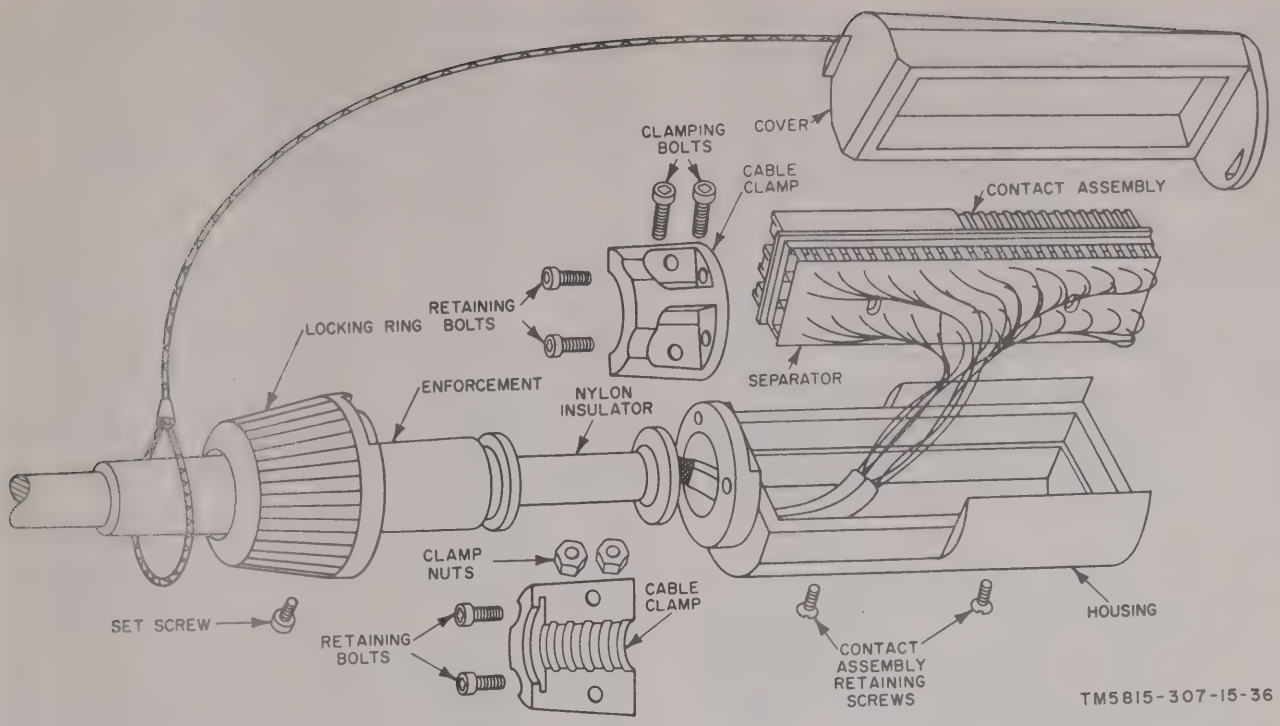

Figure 4–6. Connector, Plug, Electrical U–185B/G, exposed view.
b. Power Receptacle (fig. 4–3).
(1) Remove the signal and power entrance panel from inside the shelter facility.
(2) Remove the clamping ring from the power receptacle.